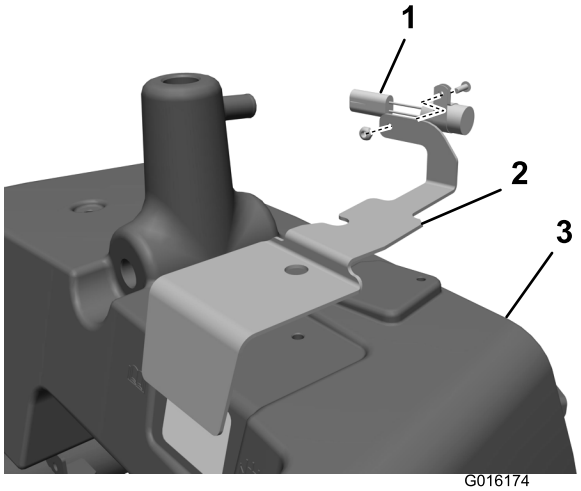

Figur 3
12. Monter forsinkelsestimer på oljenivådekselet (kun for dieselmodell) (Figur 3).
13. Sett oljenivådekselet på plass, men ikke fest det til den hydrauliske hovedtanken ennå (Figur 3).
2. Skyddbrakett (2)
3. Sekskantbolter (2)
19. Monter oljenivådekselet og solenoidventilenheten til den hydrauliske hovedtanken med to sekskantbolter og skyddbraketten (Figur 3).